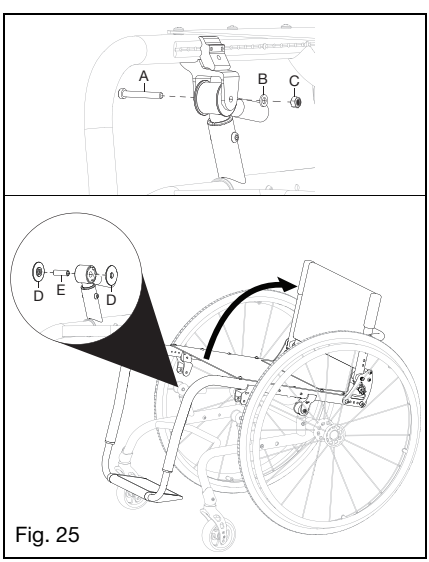

Fig. 25
1. Quite el perno (Fig. 25:A), la arandela (Fig. 25:B) y la tuerca (Fig. 25:C) desde la torre de tecnología ISO delantera utilizando una llave Allen de 4 mm y una llave de 10 mm. Repita en la torre de tecnología ISO delantera opuesta. Cuando se quite el perno de ambas torres tecnológicas ISO delanteras, el asiento puede girar hacia atrás sobre las torres tecnológicas ISO posteriores. El chasis del asiento ahora se puede levantar lo suficiente para dejar espacio para la extracción de las arandelas del puntal ISO (Fig. 25:D) y el cilindro ISO (Fig. 25:E).